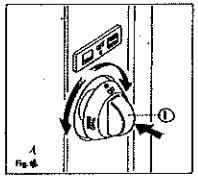

Fig 1.
a) mettre en position marche l'interrupteur commandant l'allumage automatique (fig. 1).
b) pousser légèrement le bouton de commande (1) et le tourner en position d'allumage (fig. 1). L'allumage de la rampe doit se faire automatiquement.